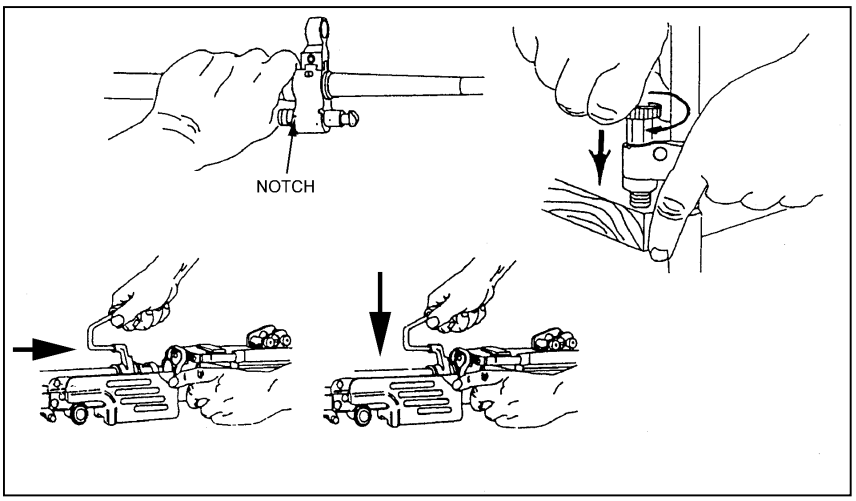

Figure 1-28. Replacement of the barrel group.
f. **Replacing the Barrel Group**. Insert the gas regulator into the gas block and align the notch on the gas regulator with the notch of the gas block. With the gas regulator already installed and supported on a firm surface, place the gas regulator collar onto the protruding end of the body and align the spring with the stud. Push the gas regulator collar downward firmly and rotate it until it slips into place. Then, press it in and rotate it to lock it in place. Depress the barrel locking lever to the rear with your left hand, while holding the carrying handle with your right hand. Pull the barrel rearward and push downward; align the gas regulator with the gas cylinder and lock it by releasing the barrel locking lever. Check the barrel to ensure it is locked into the receiver by pulling or lifting on the carrying handle. Replace the heat shield by placing the hook end of the heat shield under the front sight post and press down until the clamps lock on the barrel. (Figure 1-28).